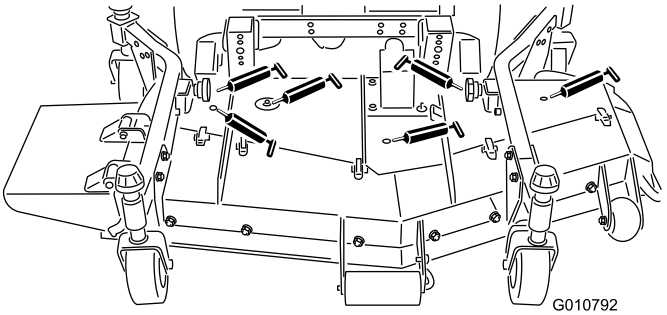

Figur 17
- Knivspindellager (Figur 17)
- Höger och vänster skjutarmskulleder (Figur 17)